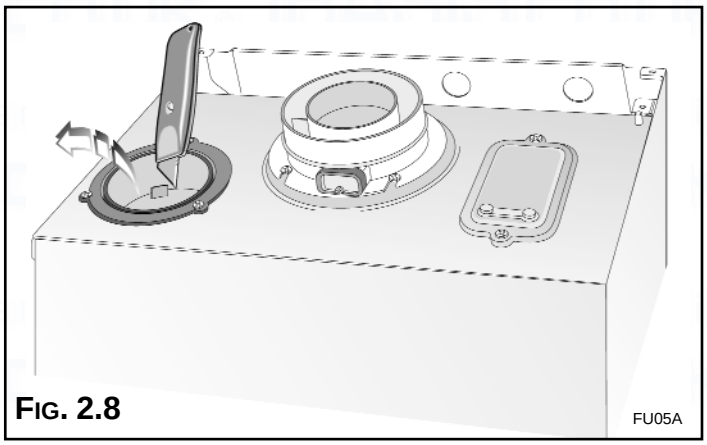

Fig. 2.8
1. Remove the bottom of the air intake by cutting it with a suitable knife (see **Fig. 2.8**);